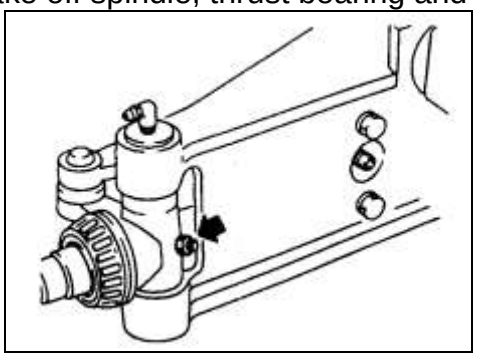

Fig. 4-2
2) Loose lock bolts.(see fig.4-2)；